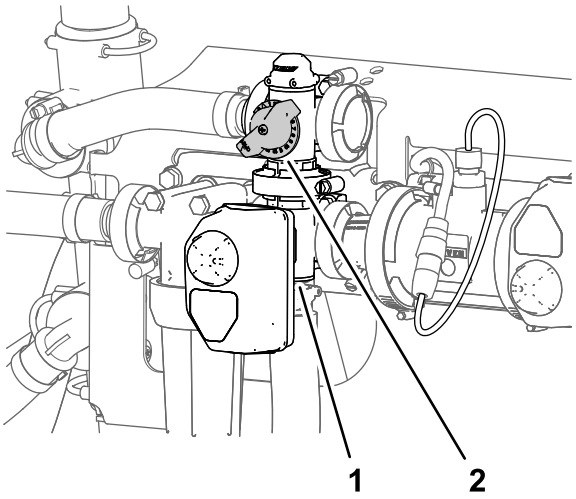

Bild 29
11. Stellen Sie das Rührwerksicherheitsventil (Bild 29) hinten am Rührwerkventil so lange ein, bis das Druckmanometer für den Druck des Sprühsystems 6,89 bar anzeigt.